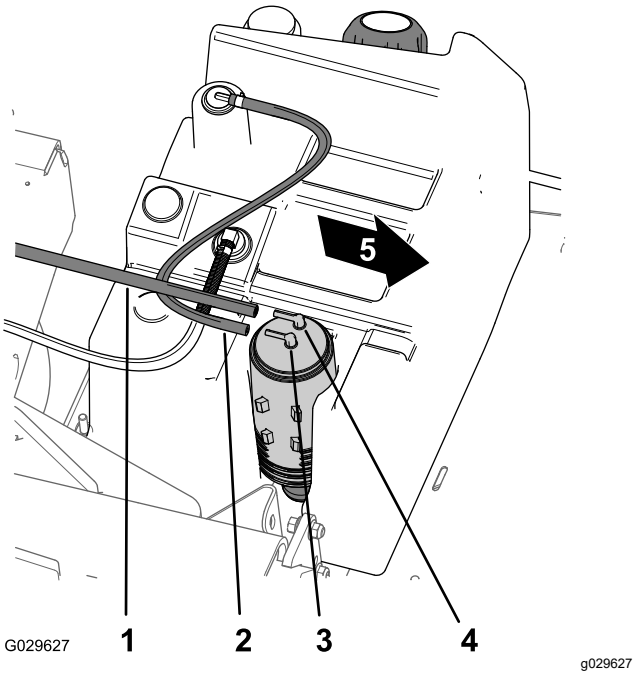

Figura 46
1. Retire o tubo de vácuo da união no recipiente de carbono assinalada Purga (Figura 46).
2. Retire o tubo do depósito de combustível da união no recipiente de carbono assinalada Combustível (Figura 46).
8. Monte o tubo de vácuo na união no recipiente de carbono assinalada Purga e o tubo do depósito de combustível na união assinalada Depósito de combustível (Figura 46).